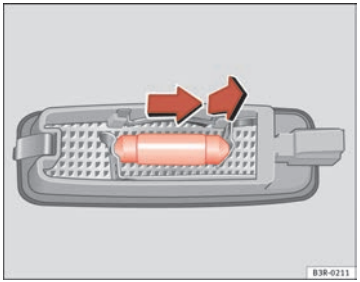

Fig. 242 Removing sun visor light
– Remove the bulb, moving it in the direction of the arrow and outwards ⇒ fig. 242. ■